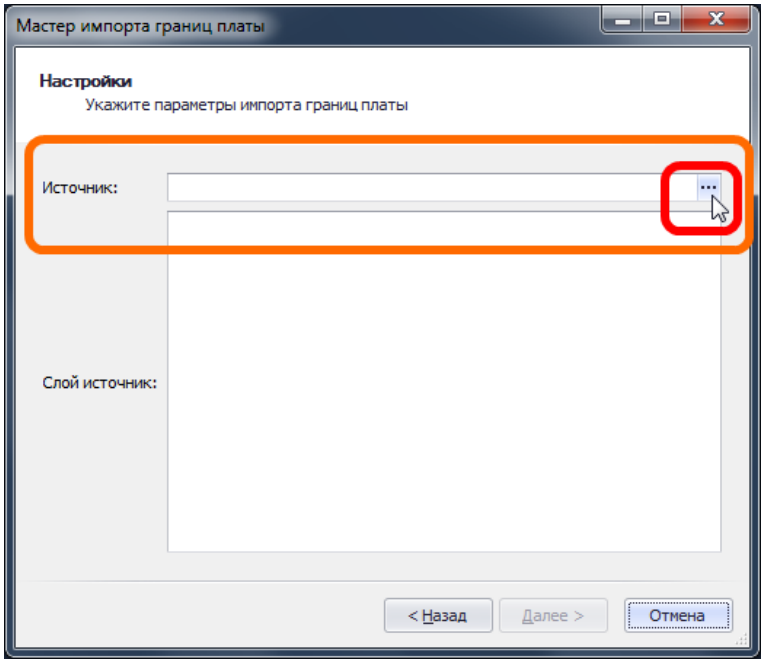

Рис. 694. Выбор файла для импорта dxf
5. Выбрать файл для импорта, нажав кнопку ▪▪▪, расположенную в правой части поля «Источник», см. Рис. 694.